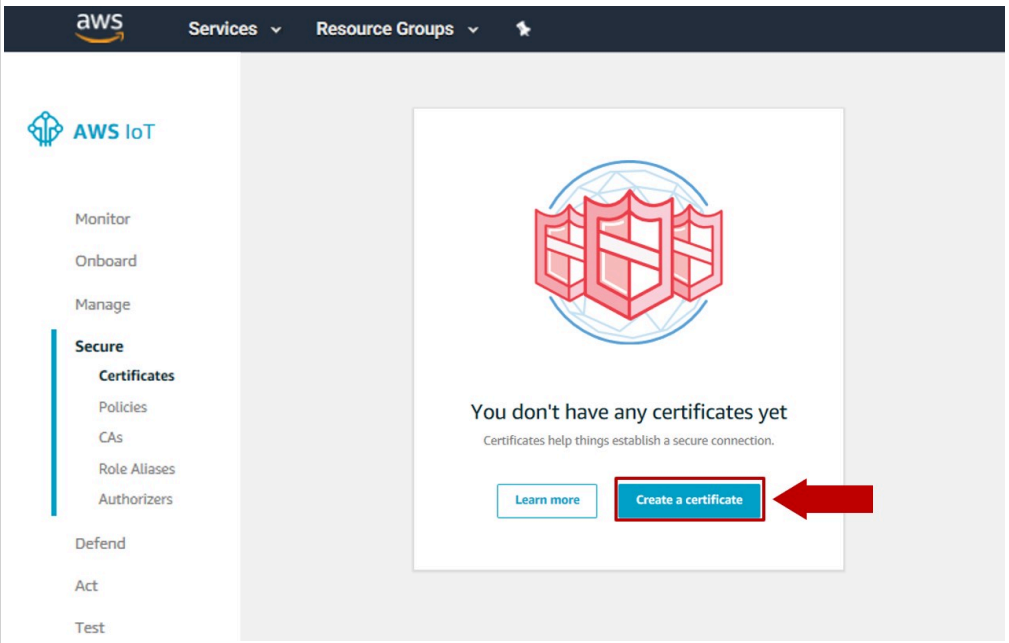

Figure 30. Go to the AWS IoT Certificates menu
1. From the AWS IoT Core dashboard, go to **Secure**, go to **Certificates** and click on the **Create a certificate** button as shown in Figure 30: